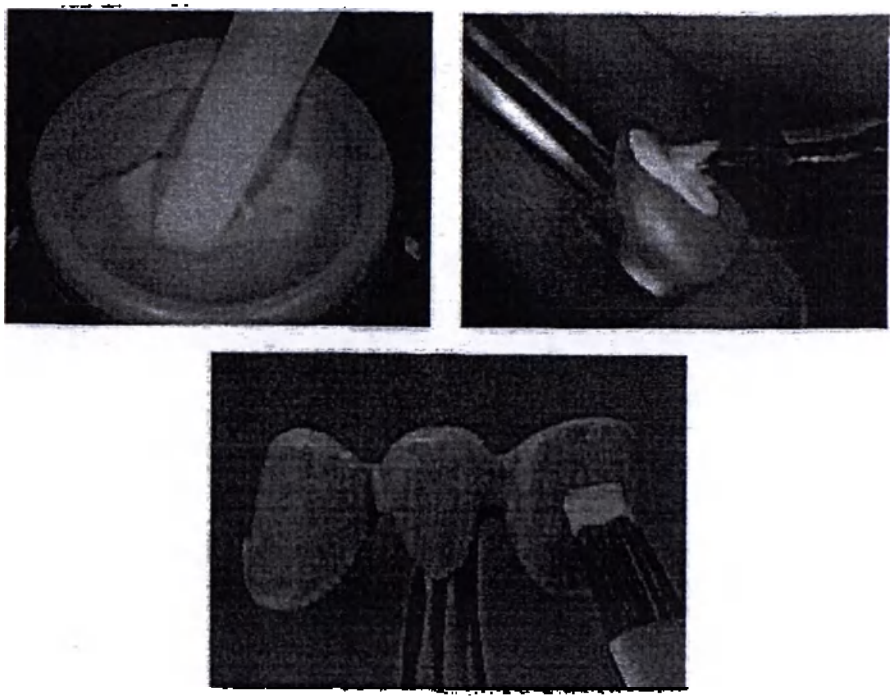

Рисунок 19 - Промешивание и нанесение Опака промывного пастообразного (Wash Opaque Bond JC Paste)
кой или стеклянным инструментом массирующими движениями, так чтобы металл просвечивал (рисунок 19).
- Пасту перед использованием необходимо тщательно размешать (рисунок 19). Если после длительного хранения паста не размешивается, ее нужно разбавить до нужной консистенции, добавив Жидкость для опака (Opaque Liquid).